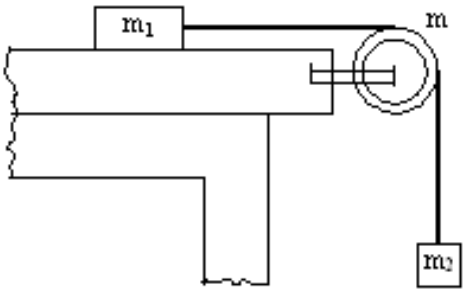

Рис. 6
17. Два тела массами $m_1=0,25кг$ и $m_2=0,15кг$ связаны тонкой нитью, переброшенной через блок (рис.6). Блок укреплён на краю горизонтального стола, по поверхности которого скользит